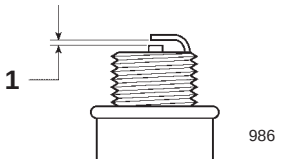

Bild 19
4. Stellen Sie den Elektrodenabstand an der neuen Zündkerze auf 0,76 mm ein (Bild 19).